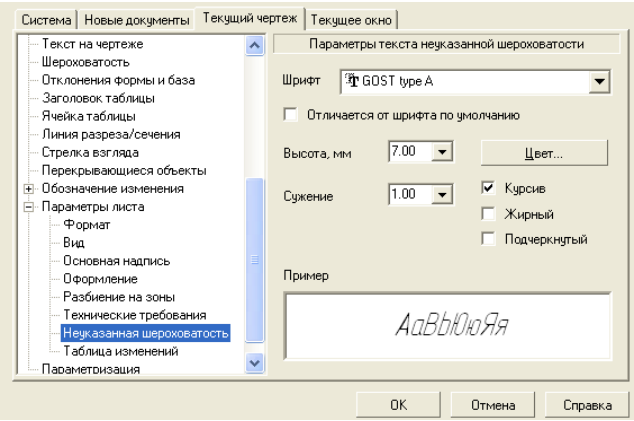

Рисунок 8.19 – Диалоговое окно Параметры с открытой вкладкой Текущий чертеж и панелью Параметры текста неуказанной шероховатости
– щелкните по пункту *Параметры листа*, если он не раскрыт, а затем – по пункту *Технические требования*. В правой части появится панель *Параметры текста технических требований*, показанная на рисунок 8.19.